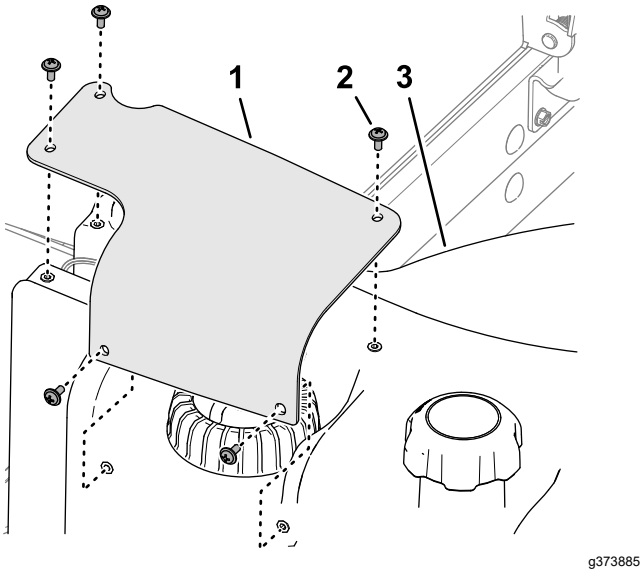

Figur 122
2. Fjern de 5 stjerneskruer, der fastgør brændstofsenderafskærmningen til brændstoftanken, og afmonter afskærmningen (Figur 122).